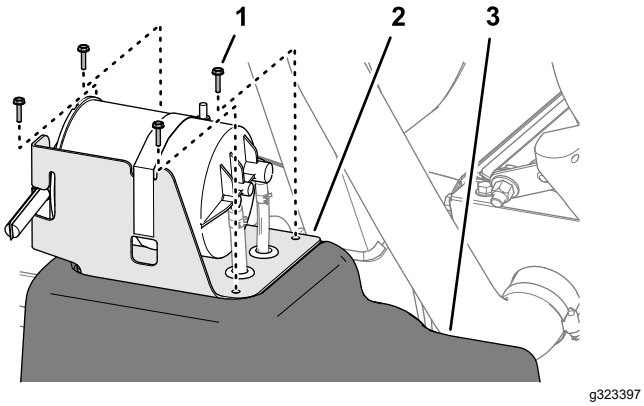

Figura 92
5. Alinee los orificios del soporte del cartucho de carbón con los orificios del depósito de combustible (Figura 92).
6. Monte el soporte en el depósito (Figura 92) con los 4 tornillos (N.º 10 x ¾").